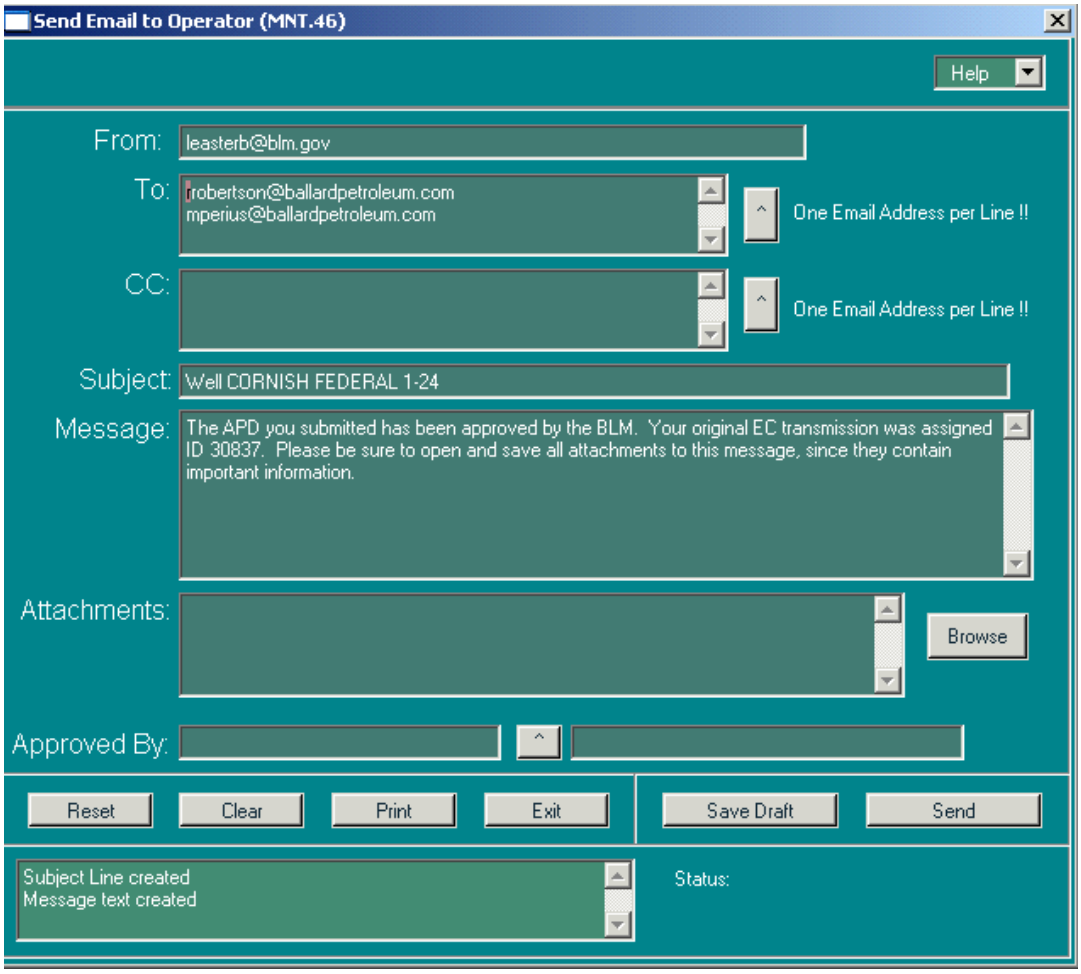

Figure 10-10: Send Email to Operator (MNT.46) Window
15. Click **Abandonment** to launch the *Abandonment (SNT.60)* window. A Subsequent Report (SR) with a sundry type of either Plug and Abandonment (P&A) or Final Abandonment Notice (FAN) must have already been entered and approved in the database before the Abandonment window can be used. If the **Abandonment** button is not available in the *Non-Indian AFMSS Approval (GLB.81*) window, then no P&A or FAN SR exists for the sundry.
- Answer **Yes** to launch the *Send Email to Operator (MNT.46)* window (Figure 10-10). This window is accessible to authorized users only; consult the USP for assistance.